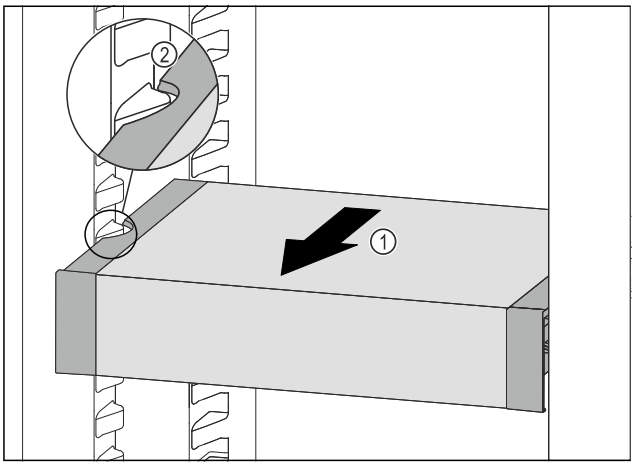

Fig. 172
- ▶ Pull VarioSafe forwards *Fig. 172 (1)* until the recesses in the side of the VarioSafe are at the level of the support rib in the fridge section. *Fig. 172 (2)*